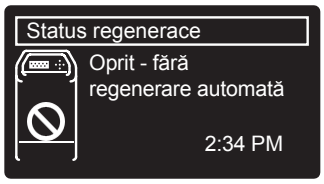

FIG. 47
6. Apăsaţi tasta ÎN STÂNGA (◀) (de două ori de la ecranul de stare de regenerare), pentru a reveni la ecranele defilate a statusului. Dacă ați selectat **Recharge off,** secvența normală a ecranelor defilate se va opri pe ecranul prezentat în fig. 47.